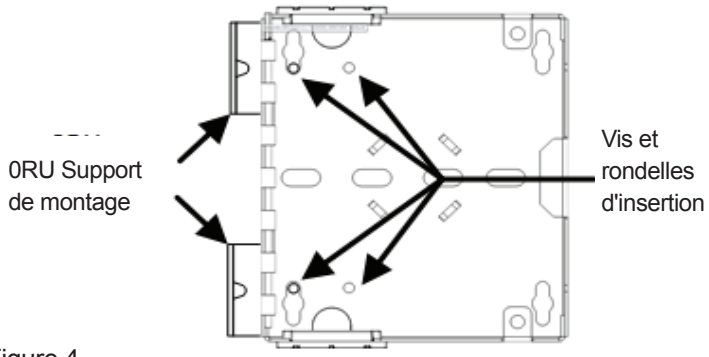

Figure 4
2) Installer un support aux deux coins du boîtier au moyen des rondelles et des vis no 8 fournies avec ce premier. (Figure 4)